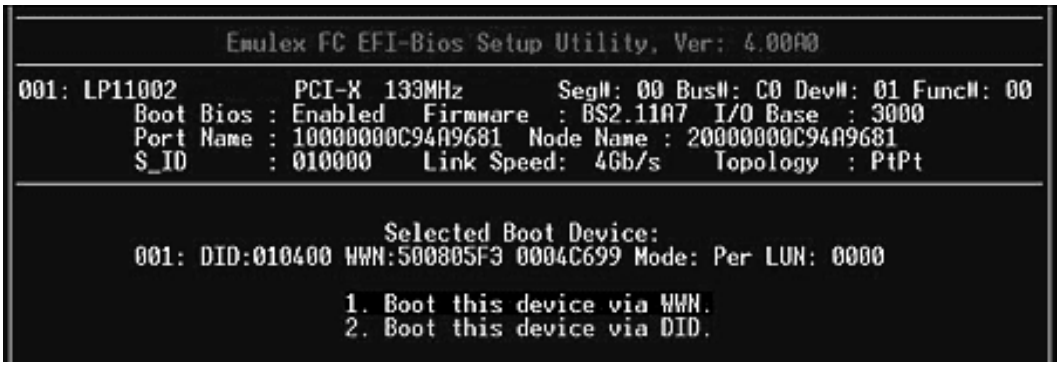

Figure 43: LUN Boot Options menu
5. Select a LUN and press **<Enter>**. The screen shown in Figure 43 is displayed.